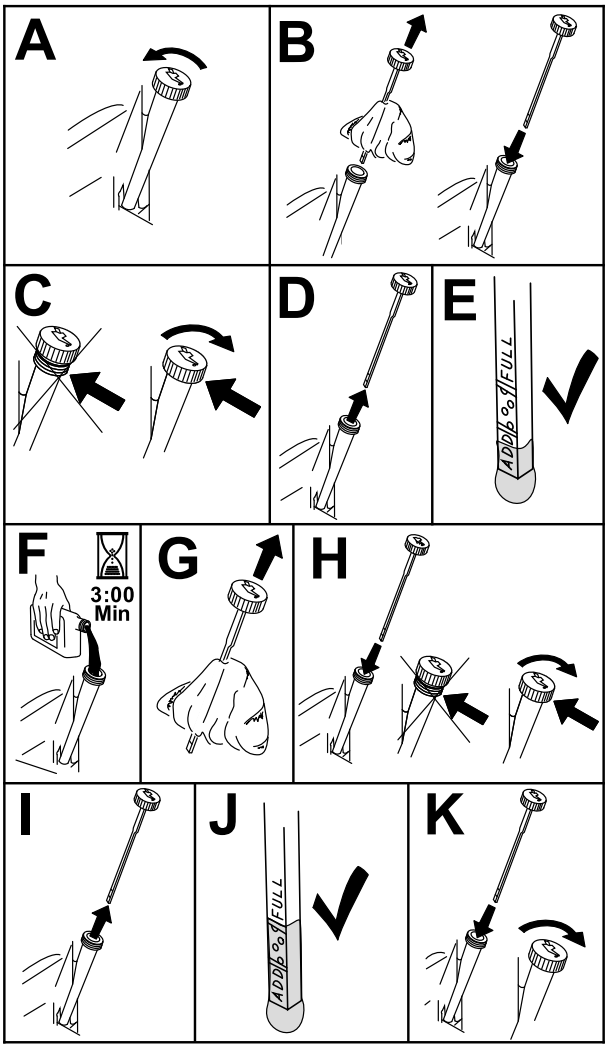

Figur 46
3. Rengør området omkring oliepåfyldningsdækslet og målepinden, før målepinden tages ud, for at undgå, at der kommer snavs, græs osv. i motoren (Figur 46).